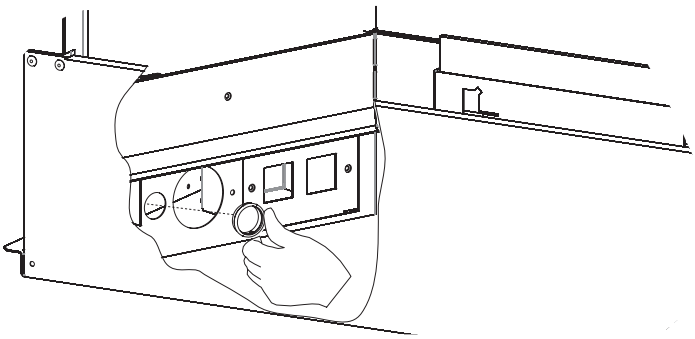

Figure 29
8. Install a plastic bushing in both the liner and outer walls of the fireplace. **See Figures 29 & 30.**